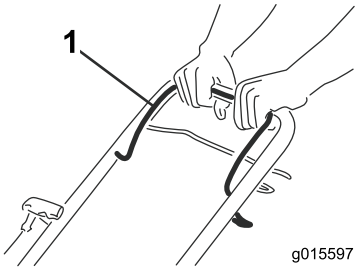

Figur 13
1. Hold knivkontrollkabelen (Figur 13) mot håndtaket.